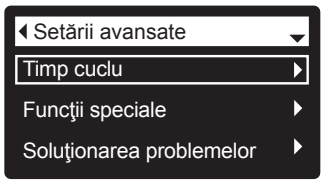

FIG. 74*
3. Apăsaţi SELECT (⬭), pentru a afișa meniul setării avansate (fig. 74*).